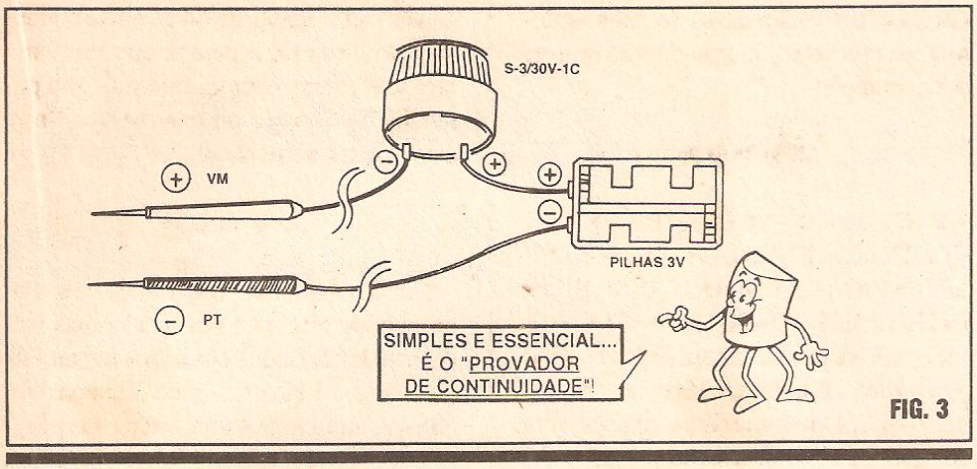
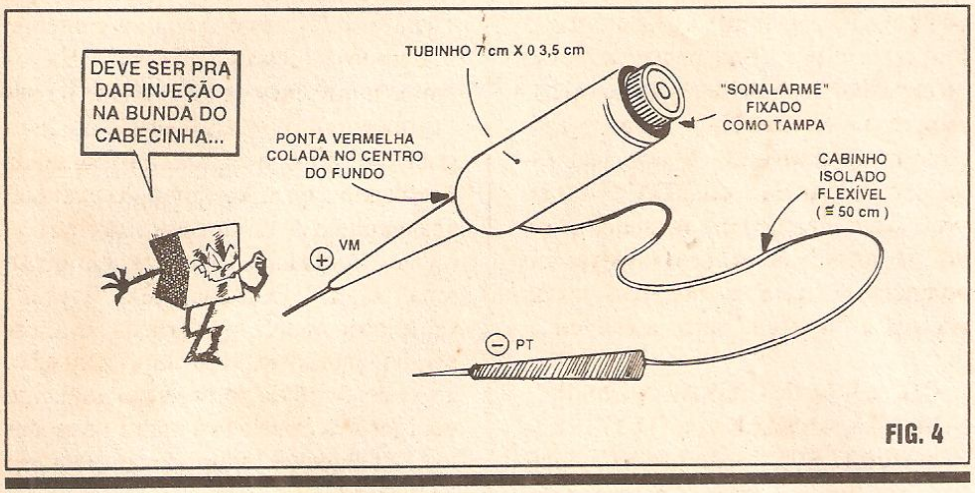

FIG. 3
FIG. 4
- **FIG. 3** - UM SIMPLES (E MUITO ÚTIL...) PROVADOR DE CONTINUIDADE, "USÁVEL" (ENTRE OUTRAS FUNÇÕES...) PARA DESCOBRIR A CONEXÃO INTERNA DA "LAPELA" METÁLICA... - O Leitor/"Aluno" do ABC já tomou contato com o instrumento chamado de PROVADOR DE CONTINUIDADE, cuja extrema utilidade foi citada mais de uma vez no decorrer do nosso "Curso" (inclusive mostramos alguns exemplos práticos de como construir provadores desse tipo...).
- **FIG. 4** - DANDO FORMA FINAL AO PROVADOR - Qualquer instrumento de testes e prova, para uso prático em Eletrônica, deve ser compacto, de fácil manuseio, confortável nos seus aspectos ergonométricos (ou seja, na "combinação" com a forma da mão do operador e com os métodos "mecânicos" da sua aplicação/movimentação no uso...), leve, resistente, etc. Seguindo a risca todos esses preceitos, podemos encapsular o circuito do PROVADOR (fig. 3) de maneira a transformá-lo num "real instrumento", bonito e prático... Basa arranjar um tubinho, metálico ou plástico
(provavelmente alguma embalagem vazia de medicamentos ou cosméticos servirá...), cujas medidas sejam iguais ou pouco maiores do que 7 cm. de comprimento por 3,5 cm. de diâmetro, dotado de tampa (de encaixe ou de rosquear...)numa das extremidades do seu corpo cilíndrico... No interior do tubo enfia-se o suporte com as pilhas; o sinalizador piezo pode ser fixado externamente à tampa da embalagem (pode ser colado com adesivo de **epoxy** ou de **cianoacrilato**, mas efetuando-se antes uma furação de passagem para os terminais do dispositivo, que devem penetrar na base do tubo, para ligação aos demais componentes conforme fig. 3). Dependendo das reais dimensões do tubo (diâmetro, principalmente) pode até ser possível usar o próprio sinalizador piezo **no lugar** da tampa... No fundo do tubo faz-se uma furação central capaz de receber o diâmetro da capa plástica de ponta de prova **vermelha**, que deve ser aí inserida e fixada com o adesivo forte (os mesmos indicados para a eventual fixação do sinalizador à tampa...). Na lateral do tubo, em ponto próximo ao seu fundo (onde se fixou a ponta de prova **vermelha**...), deve ser feito um pequeno furo para passagem do cabo (este não muito curto) da ponta de prova **preta**... A disposição geral mostrada na figura não é difícil de entender, nem de "copiar", acreditamos... Como resultado o Leitor/"Aluno" terá um instrumento extremamente prático no seu manuseio (além de útil, em termos puramente eletrônicos...).